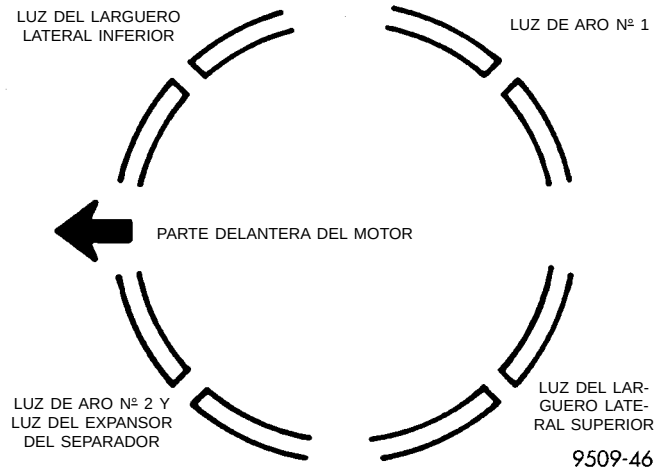

Fig. 83 Emplazamiento de la luz entre puntas de aros de pistón
(4) Emplace la luz entre puntas de aros de pistón tal como se muestra en la (Fig. 83).
(5) Emplace la luz del expansor de anillo de aceite a por lo menos 45° de la luz de los largueros laterales, pero **no** en el centro del perno de pistón ni en la dirección de empuje. El escalonamiento de la luz de aros es importante para el control de aceite.
(1) Antes de instalar los conjuntos de pistones y bielas en el hueco, asegúrese de que la luz de los aros de compresión esté escalonada, de modo tal que ninguna esté alineada con la luz del larguero de anillo de aceite.
(2) Antes de instalar el compresor de aros, cerciórese de que los extremos del expansor de anillo de aceite hagan tope y que la luz de los largueros esté situada tal como se muestra en la (Fig. 83).